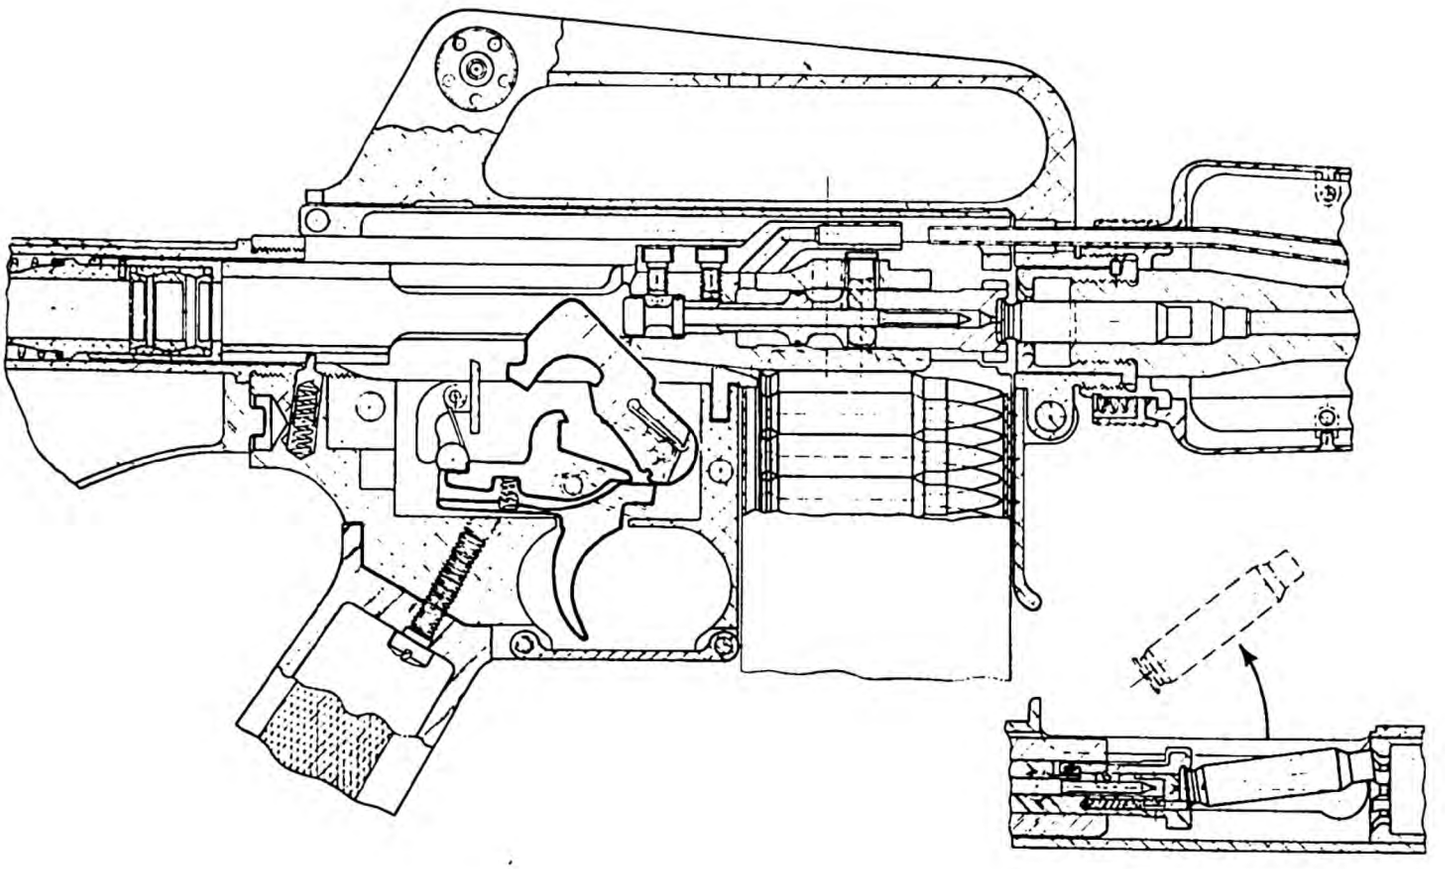

Figure 11-19. Unlocking.
(2) Unlocking. As the bullet passes the gas port, gas is routed through the gas tube into the bolt carrier key. Gas pressure in the chamber formed by the bolt and bolt carrier drives the bolt carrier to the rear. When the bolt carrier moves to the rear, the bolt cam pin rotates the bolt and disengages the bolt lugs from the lugs of the barrel extension as shown in figure 11-19.
(3) Cocking. As the bolt carrier moves rearward, it returns the hammer to the cocked position and compresses the action spring of the buffer as shown in figure 11-19.
(4) Extracting. As the bolt and bolt carrier move rearward, the extractor on the bolt withdraws the expended cartridge from the chamber as shown in figure 11-19.
(5) Ejecting. The ejector in the face of the bolt throws the empty cartridge out the ejection port as the case clears the receiver. This is shown in figure 11-19.